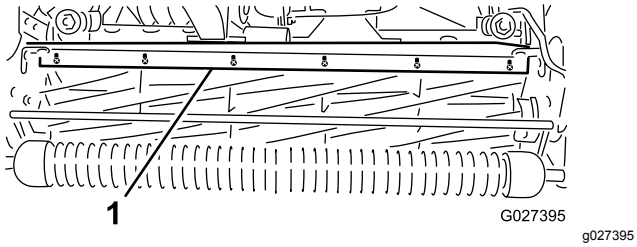

Figuur 59
1. Draai de schroeven los waarmee de bovenbalk (Figuur 59) is gemonteerd aan de maai-eenheid.